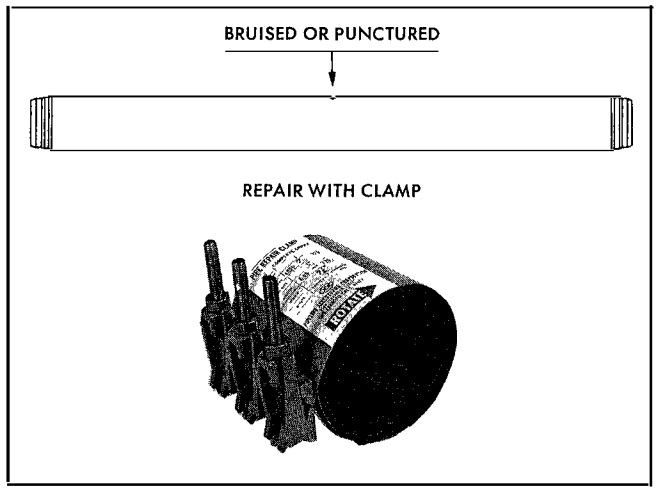

FIG. 69
2. Whether the blow results in a bruise or in a hole through the pipe-wall, some or all of the pipe will still be useable. As shown in Fig. 69, bruises and punctures can be repaired with repair-clamps.
If a repair clamp is to be used the full circle type with opposed bolt-line flanges is recommended (see Fig. 69) and should be installed in accordance with the manufacturer's instructions. When using a repair clamp the area on the pipe barrel around which clamp will be placed should first be cleaned with a wire brush. Apply Ring-Tite lubricant to the cleaned area–(to help seat the rubber lining smoothly during final adjustments). The two halves of the clamp are then put around the pipe with the nut position on top for easy access. After the nuts have been tightened lightly the clamp should be rotated slightly in the same direction as the overlap of the rubber lining to assure its smoothness. The nuts are then tightened so as to distribute the pull evenly on all the bolts and the repair is completed.